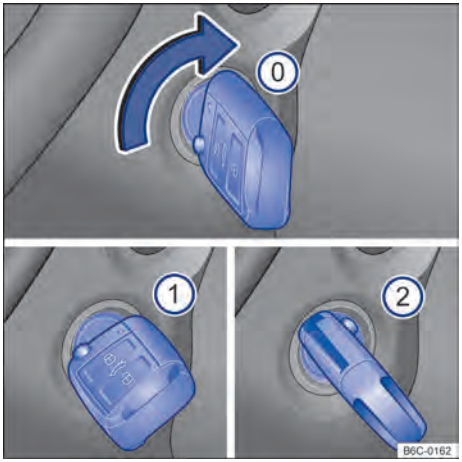

Fig. 88 Ao lado do volante, à direita: posições da chave do veículo no cilindro da ignição.
Posições da chave do veículo → Fig. 88
(0) Ignição desligada. A chave do veículo pode ser retirada.
(1) Ignição ligada.
(2) Pisar no pedal do freio *(veículos com transmissão automática)*, ou no pedal da embreagem *(veículos com transmissão manual)* e ligar o motor. Quando o motor pegar, soltar a chave da ignição. Ao soltar, a chave do veículo retorna à posição → Fig. 88 (1).
– *Veículos com cilindro da ignição:* girar a chave do veículo na posição → Fig. 88 ①. A ignição está ligada. Nesse instante a luz de controle do sistema de partida aquecida ⚭ irá se acender no instrumento combinado. Aguardar que a luz de controle ⚭ se apague indicando o término do aquecimento do combustível (esta ação poderá ser necessária em condições de partida com o motor frio).
– *Veículos com cilindro da ignição:* girar a chave do veículo no cilindro da ignição para a posição → Fig. 88 ② – não acelerar. Quando o motor começar a funcionar, soltar a chave do veículo no cilindro da ignição.
– *Veículos com cilindro da ignição:* girar a chave do veículo no cilindro da ignição na posição → Fig. 88 ⓪.